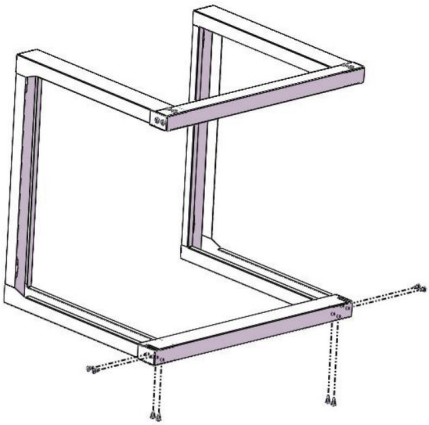

Figur 1
1. Sätt i den nedre tvärbalken (2) i vänster U-stöd (1) och höger U-stöd (1). Fäst med 8 st. M5-monteringsskruvar (4). Se figur 1.